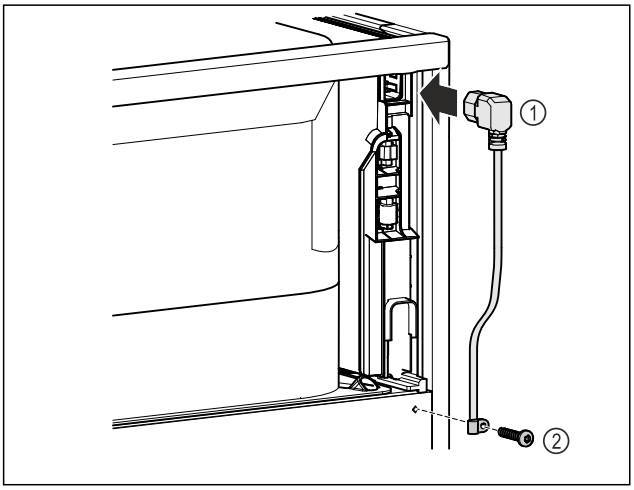

Fig. 40
▶ Netsnoer *Fig. 40 (1)* in de koudapparaatbus aan de achterkant van het apparaat steken.
▶ Trekontlasting monteren. *Fig. 40 (2)*